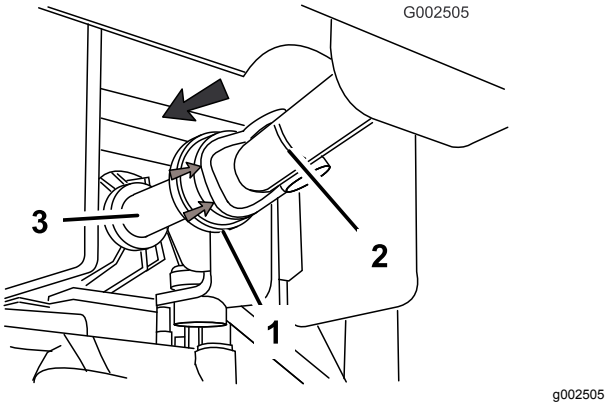

Figur 14
- Dra gummihuven bakåt på framsidan av kraftuttagets drivaxel (Figur 14).
- Montera drivaxeln på kraftuttagets utgångsaxel (Figur 14).